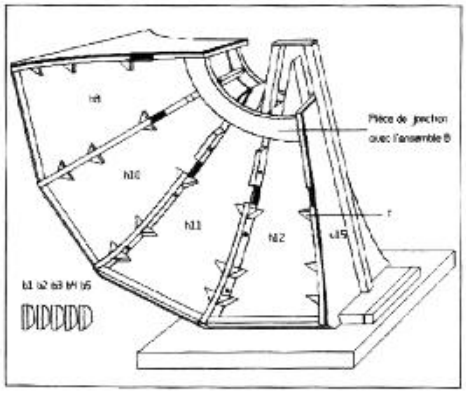

Fig 11 : l'ensemble A avant sablage.
- les queues ont été remplies de résine (figure 11). On pourra éventuellement consolider l'ensemble avec de la résine à bois pour éviter les déformations dans le temps.
Nous collerons les pièces de jonction avec l'ensemble B (figure 11) à ce stade, après les avoir mises en